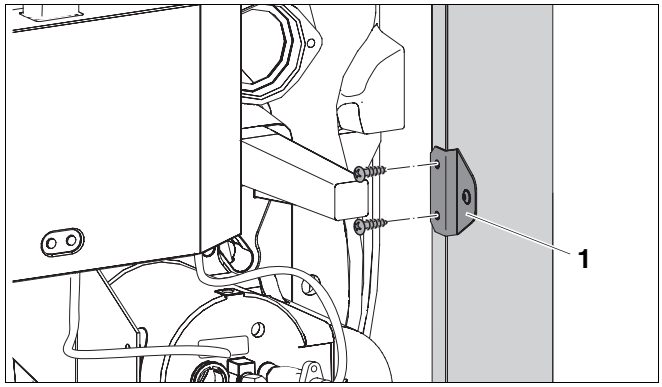

Fig. 45 Montaggio della staffa sulle pareti laterali
- Montare le staffe di fissaggio della cuffia del bruciatore a sinistra e a destra sulle pareti laterali (➔ fig. 45).